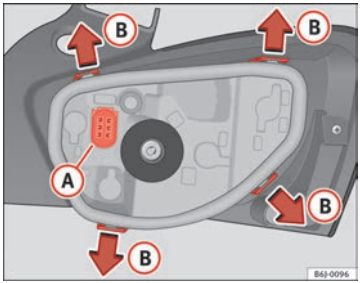

Fig. 166 Cambio lámparas luces posteriores
– Retire el portalámparas, separándolo de la carcasa. Presione para ello las pestañas (B) en el sentido de las flechas ⇒fig. 166.